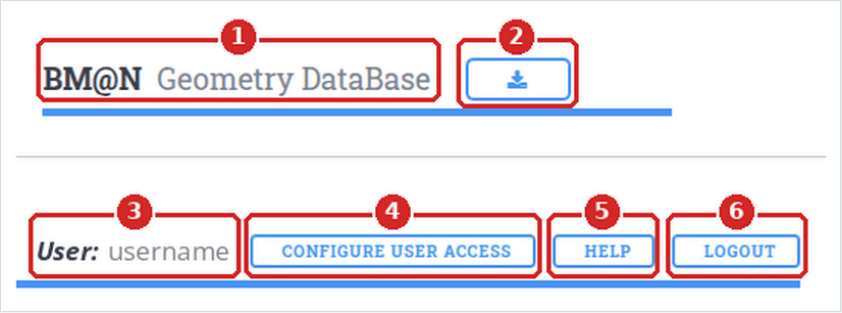

Figure 2. Controls of the header bar
The controls of the header bar are numbered in Figure 2.
- **HELP** in the header bar (5 in Figure 2) opens it in a new tab. Use it while you are filling in a form: the form stays open in its own tab.